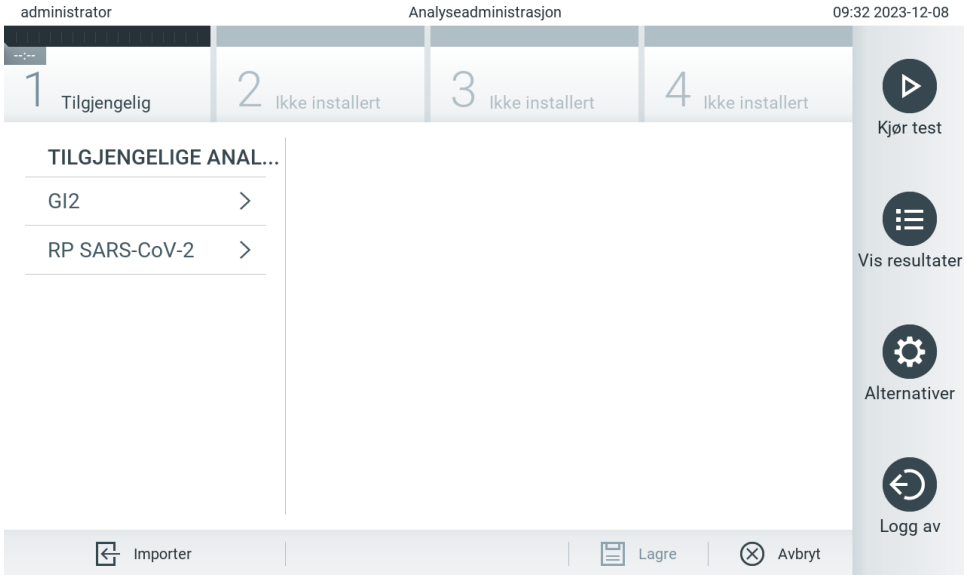

Figur 58. Skjermbildet Assay Management (Analyseadministrasjon).
2. Hvis du vil importere de nye analysene til QIAstat-Dx Analyzer 2.0, trykker du på knappen Options (Alternativer) og deretter på knappen Assay Management (Analyseadministrasjon). Skjermbildet Assay Management (Analyseadministrasjon) vises i innholdsområdet på skjermen (figur 58).